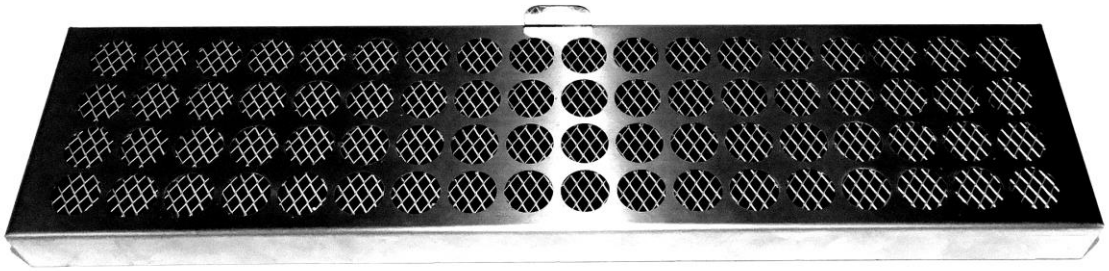
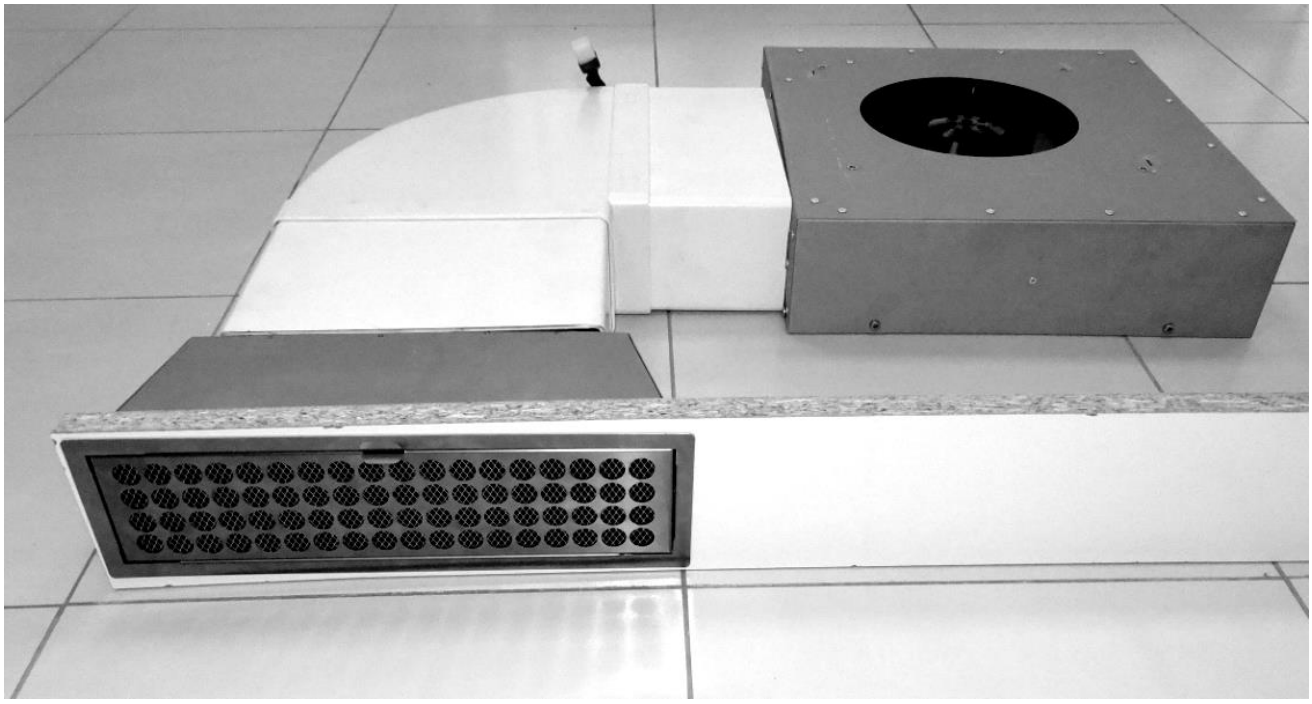

Rys. 12A
Rys. 13A
10. Na osłonę zakładamy filtr węglowy (I) (Rys.12A i Rys.13A)